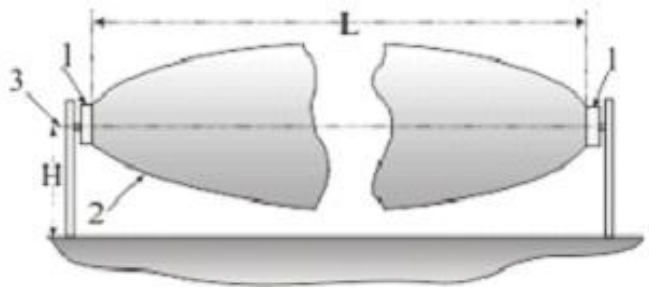

Рис. 4.1
4.1.6 При наклонной ориентации блоков, ЗО «2» (рис. 4.1) имеет форму, усеченного поверхностью земли, эллипсоида вращения. При приближении к БПРД (БПРМ) ЗО «отрывается» от земли и необходимо прикрыть образовавшиеся «про-